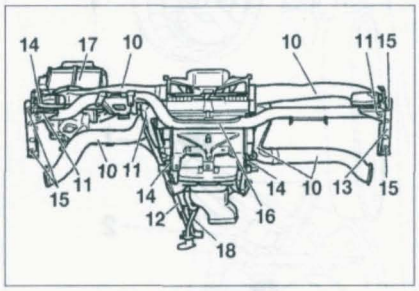
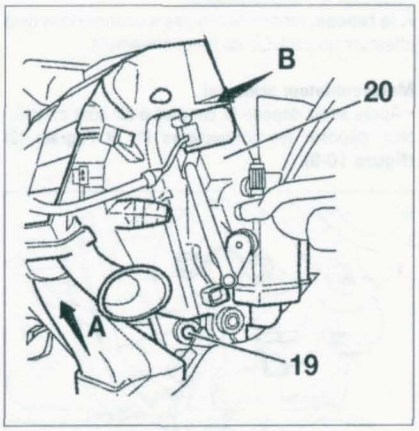

FIGURE 10-6
FIGURE 10-7
• Déposer **(figure 10-6)** :
- les conduits d'air (10).
- les masses (11).
- le tirant (12).
- la vis de fixation (13) du support BSI.
- les vis de fixation (14) et (15).
- la traverse (16).
- le conduit (17).
- le tuyau d'évacuation (18).
• Déposer la vis de fixation (19) **(figure 10-7)**.
• Dégager le groupe de chauffage (20), en tirant selon (A) puis (B) **(figure 10-7)**.